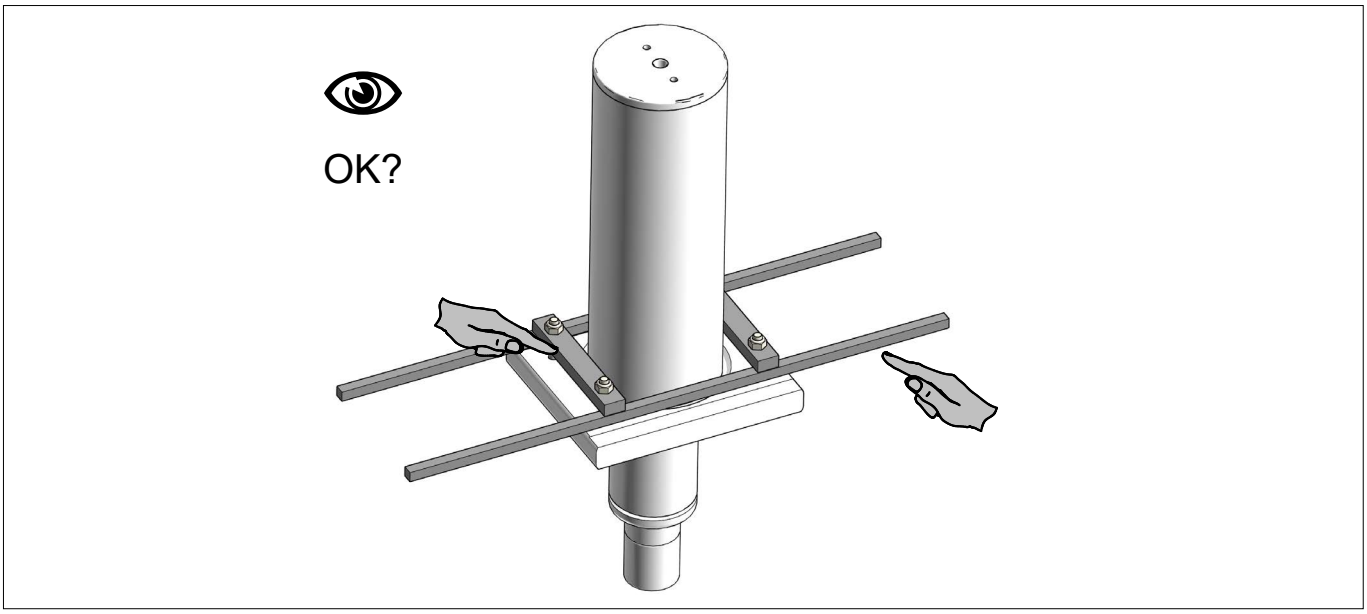

Fig.33
- Cylinderophæng *(Fig.33)*
- Cylinder support *(Fig.33)*
- Unterstützung des Zylinders *(Fig.33)*
- Support du cylindre *(Fig.33)*
- Cylinderstöd *(Fig.33)*
- Sylinterin tuki *(Fig.33)*
- Cilindersteun *(Fig.33)*
- Soporte del cilindro *(Fig.33)*
- Опора цилиндра *(Fig.33)*
- Supporto cilindri *(Fig.33)*